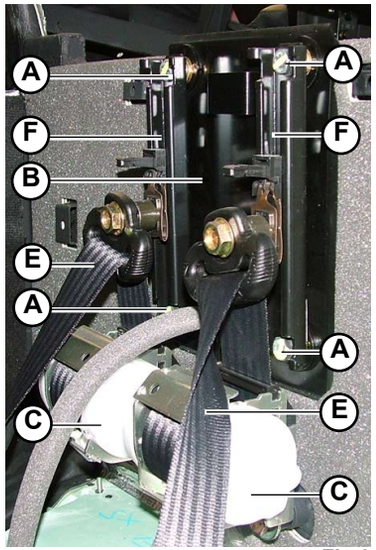
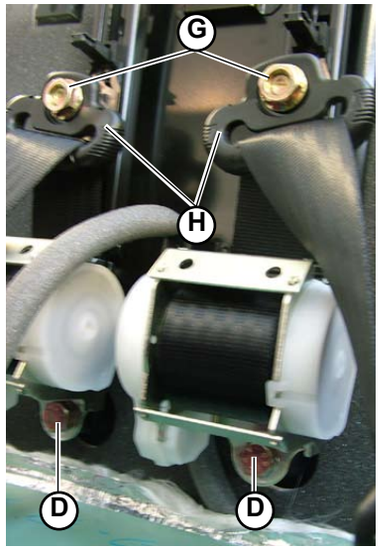

Fig.3
Fig.4
1. Unscrew the 4 screws (**A-Fig.3**) on the plate (**B-Fig.3**).
2. Disassemble the 2 seatbelt retractors (**C-Fig.3**) by releasing from the screws (**D-Fig.4**).
3. Release the belts (**E-Fig.3**) from the guide (**F-Fig.3**) by unscrewing the 2 screws (**G-Fig.4**) securing the clamp (**H-Fig.4**).